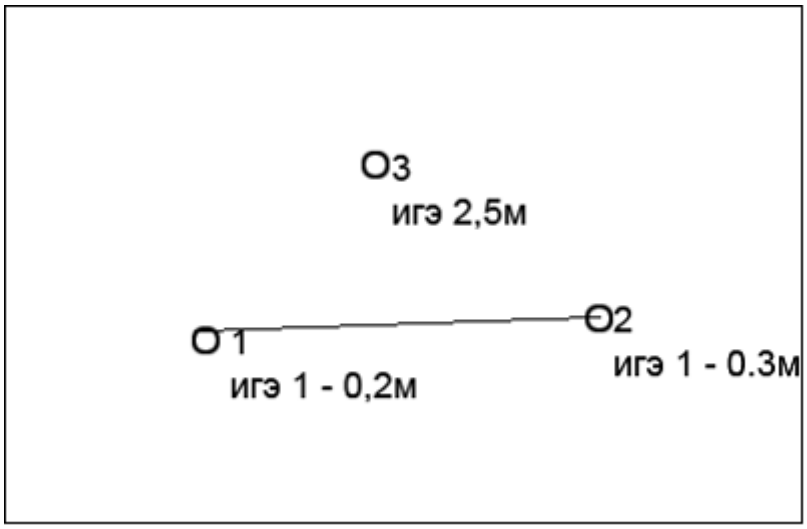

Рис. 4. План расположения выработок с указанием мощности ИГЭ 1.
•Первое и основное преимущество – **пространственный анализ** при построении разрезов. Основным недостатком традиционныхх линейных разрезов является отсутствие учета выработок, не входящих в разрез, но имеющих сильное влияние на локальную геологическую ситуацию. Линейные разрезы широко распространены за счет простоты анализа, построения и отсутствия у геолога инструментов для трехмерного анализа ситуации. Несмотря на это, погрешность, получаемая при использовании линейных разрезов достаточно велика. Самый простой пример – некорректный прогноз мощности повсеместно распространенных грунтов. Предположим, нам следует провести линию разреза по двум выработкам – 1 и 2 (см. Рис. 4).